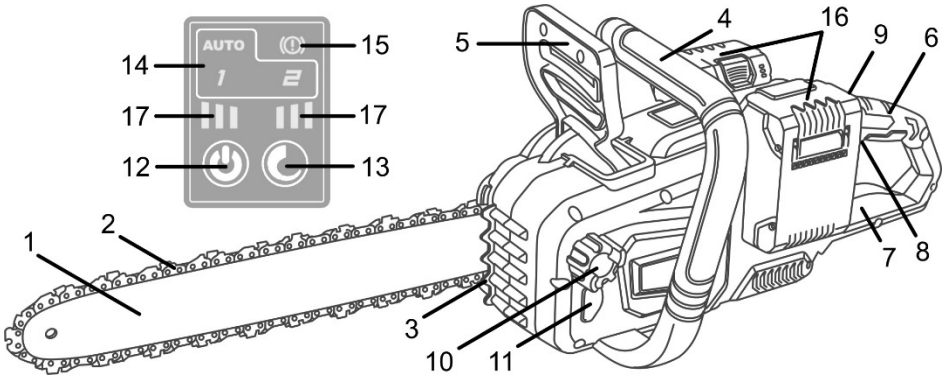

Рисунок 1
- відкрутіть фіксатор (19, рисунок 1) і зніміть захисну кришку приводної зірочки (18, рисунок 1);
Перед початком роботи необхідно перевірити натяг пиляльного ланцюга (2, рисунок 1) і впевнитися у правильності його встановлення. Для цього відтягніть ланцюг рукою вгору від краю напрямної шини (1, рисунок 1) у її середній частині: утворена відстань має становити приблизно 2–3 мм. У разі необхідності відрегулюйте натяг ланцюга. Для цього:
- знову затягніть фіксатор (19, рисунок 1) обертанням за годинниковою стрілкою.
3.3.1 Добре очистьте поверхню навколо кришки бака системи змащування (10, рисунок 1), щоб бруд не потрапив всередину. Відкрутіть кришку та покладіть її так, щоб не загубити ущільнювальне кільце. Залийте в бак оливу, контролюючи рівень через напівпрозоре вікно (11, рисунок 1) – об'єм оливи повинен перевищувати 2/3 загального об'єму бака. Щільно закрутіть кришку бака.
3.5.1 Для під'єднання акумуляторних батарей (16, рисунок 1) до виробу вставте їх до упору за напрямними відповідних роз'ємів перед основною рукояткою (6, рисунок 1) до фіксації з характерним клацанням.
3.5.2 Для від'єднання акумуляторних батарей (16, рисунок 1) натисніть кнопку розблокування на корпусі кожної з них та витягніть їх із напрямних роз'ємів виробу.
- гальмо ланцюга не активовано (ланцюг рухається), коли важіль захисного щитка (5, рисунок 1) переведений у бік передньої рукоятки (4, рисунок 1). Це нормальне положення під час роботи;
- гальмо ланцюга приведене в дію (ланцюг не рухається, двигун не запускається), коли важіль захисного щитка (5, рисунок 1) переведений у бік пиляльної гарнітури;